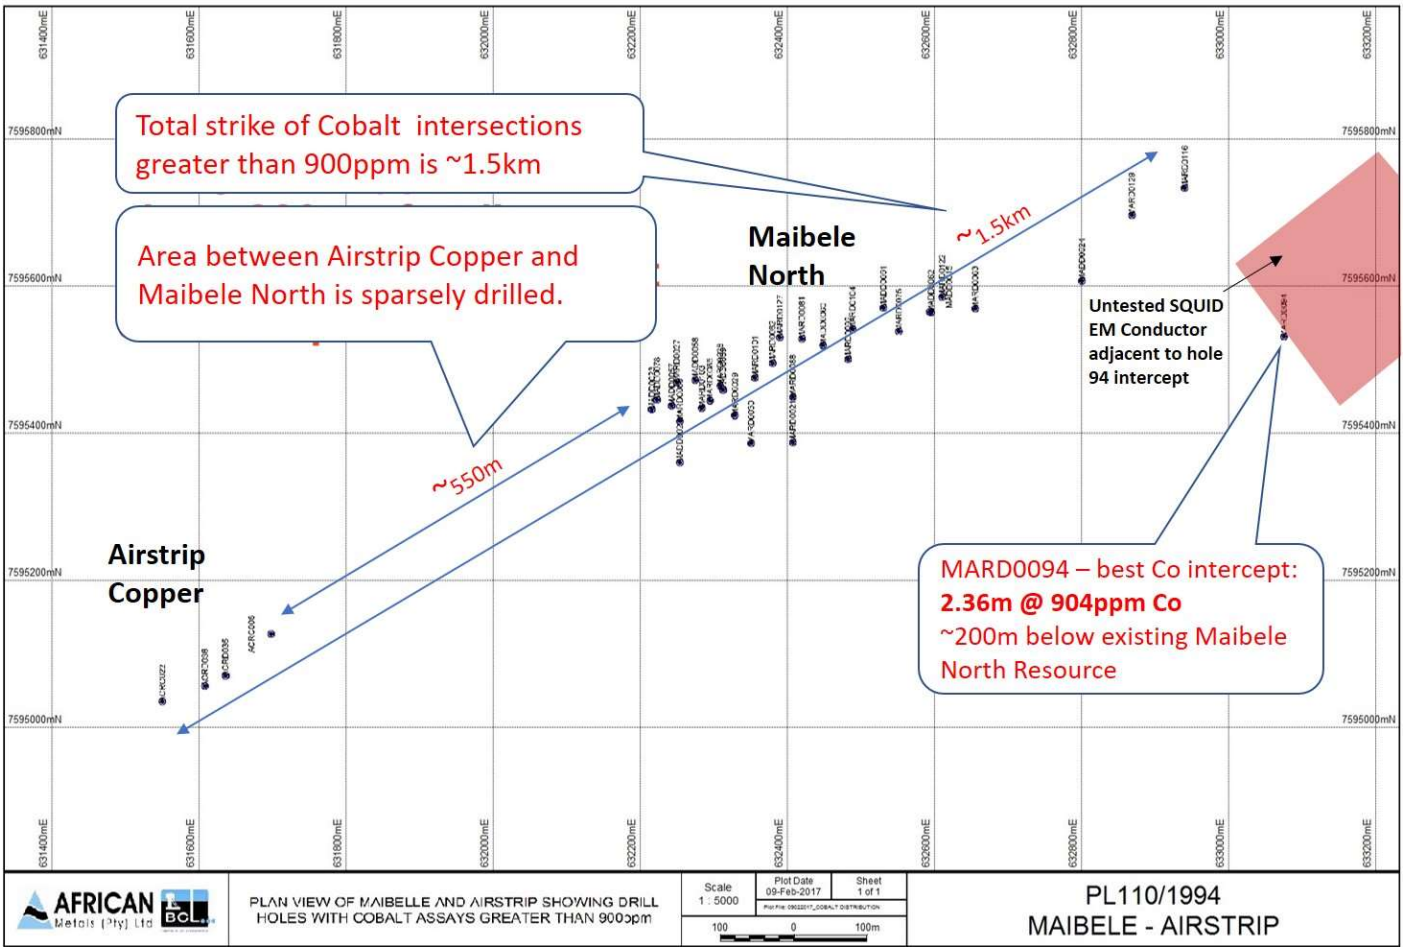

FIGURE 1 – 1.5 KM OF STRIKE
- **POTENTIAL MNERALISED STRIKE OVER 1.5KM (OPEN AT DEPTH AND TO THE WEST AND EAST) *(See Figure 1);***